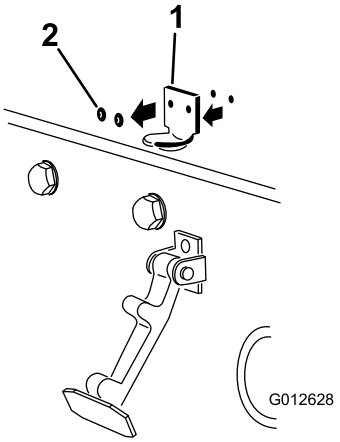

**Figur 6**
2. Ta bort de två nitarna som fäster motorhuvsspärrfästet på motorhuven (Figur 6). Ta bort motorhuvsspärrfästet från motorhuven.